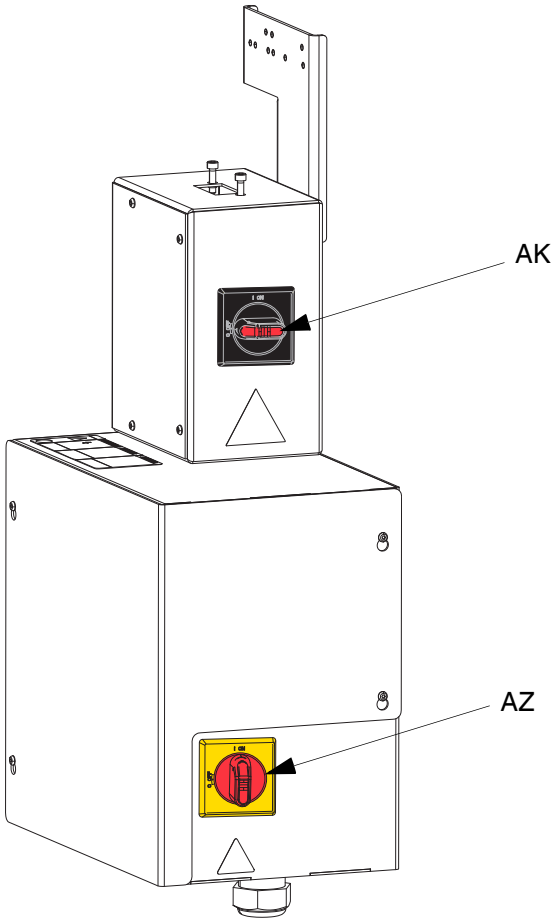

FIG. 30. Desconexión de alimentación eléctrica
1. Apague el controlador eléctrico (AB):
a. Apague el interruptor de caja de conexiones de alimentación (AK). Consulte la FIG. 30.
b. Si utiliza un sistema de suministro de elevador en tándem, apague el interruptor de desconexión apagado (AZ) en la unidad de suministro del elevador que solo requiera un cambio de bidón. Consulte la FIG. 30.